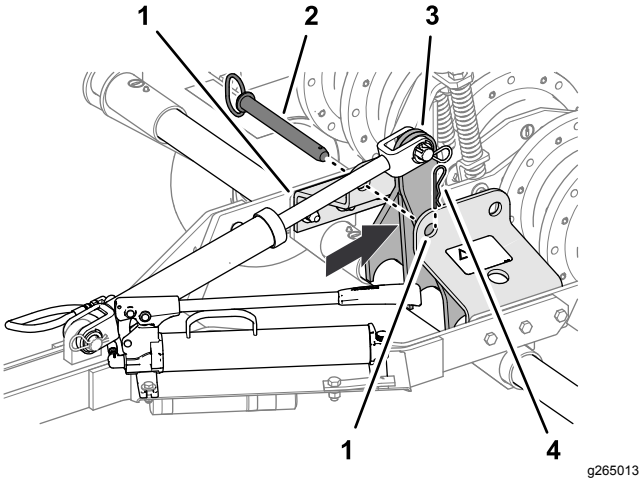

Rysunek 12
5. Skorzystaj z ręcznej pompy hydraulicznej, przesuń ramię podnoszące (Rysunek 12) bezpośrednio za przednie otwory we wsporniku pręta blokady (położenie transportowe).
6. Wsuń sworzeń pręta blokady w przednie otwory wspornika pręta blokady i zamocuj sworzeń pręta blokady do wspornika zawleczką (Rysunek 12).